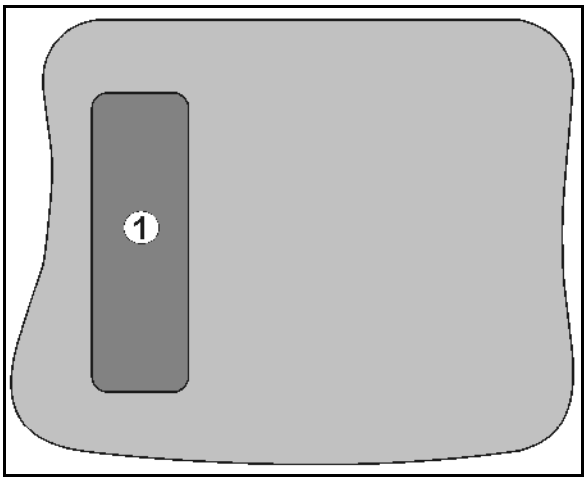

Fig. 9
- The shift key is located on the back of the unit (Fig. 9/1).